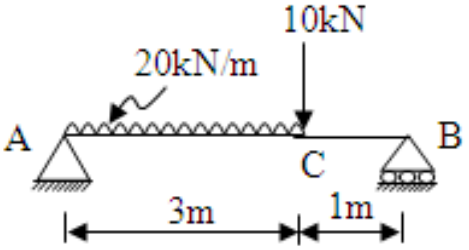

fig:3
Q.4 **(a)** Find slope at point 'A' and 'B' using Macaulay's method. Refer fig:3. Take E=210 GPa and I=16000 x $10^4 mm^4$. **10**